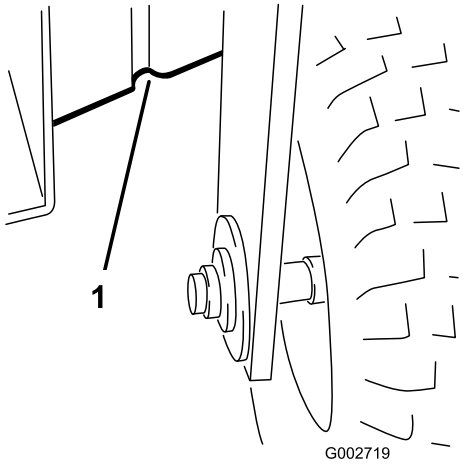

Figur 20
- Fremme under rammen bak forhjulet (Figur 20).